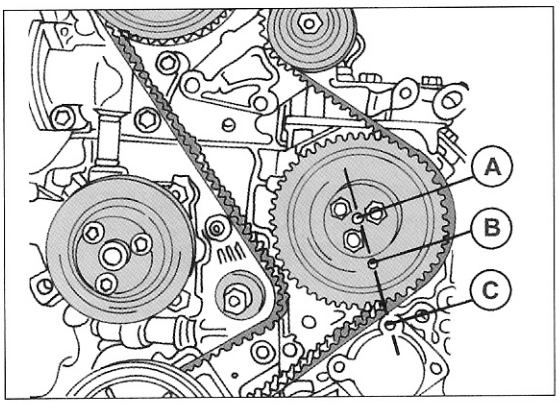

Bild 168
- Die Kurbelwelle etwas entgegengesetzt der Drehrichtung verdrehen und danach in normaler Drehrichtung zurückdrehen, bis der Mittelpunkt des Pumpenrades (A), die Bohrung für den Arretierbolzen (B) und die obere Schraube des darunterliegenden Deckels (C) in einer Linie liegen, wie man es in Bild 168 sehen kann.